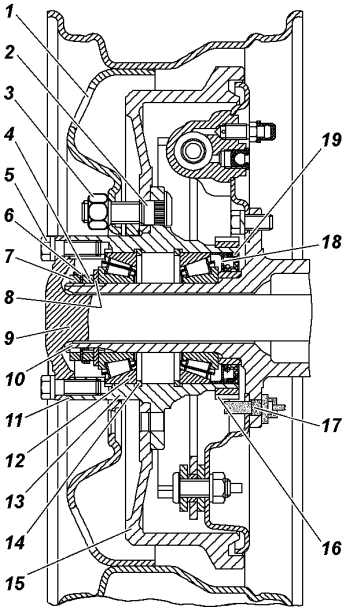

Рис. 9.28. Ступица заднего колеса:
2. Снимите колпак колеса. Демонтируйте полуось 9 (рис. 9.28) заднего моста или фланец ведущий ступицы переднего моста.